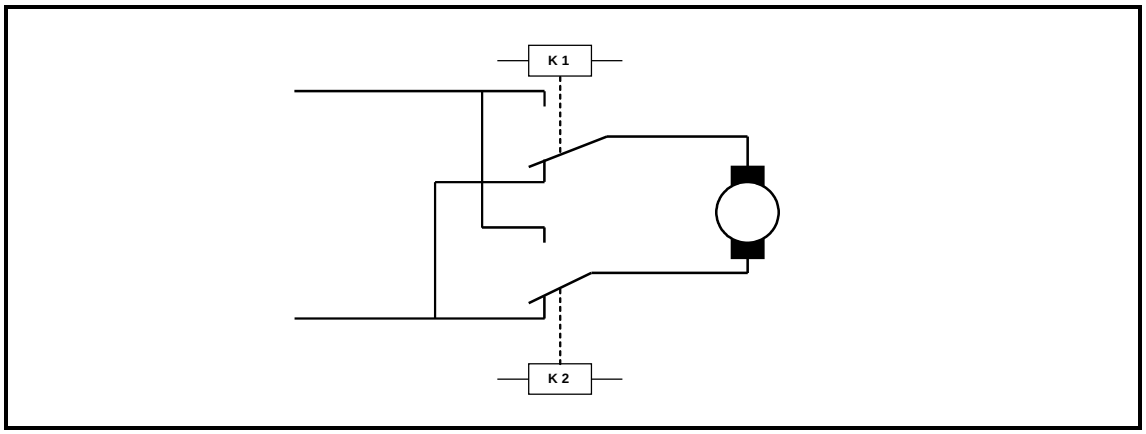

FIGURE 1
2.3 FIGURE 1 below shows a diagram for a two-relay reversal circuit.